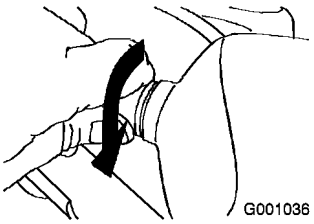

Bild 61
5. Drehen Sie den Sockel der Glühbirne nach rechts, bis er fest sitzt (Bild 61).